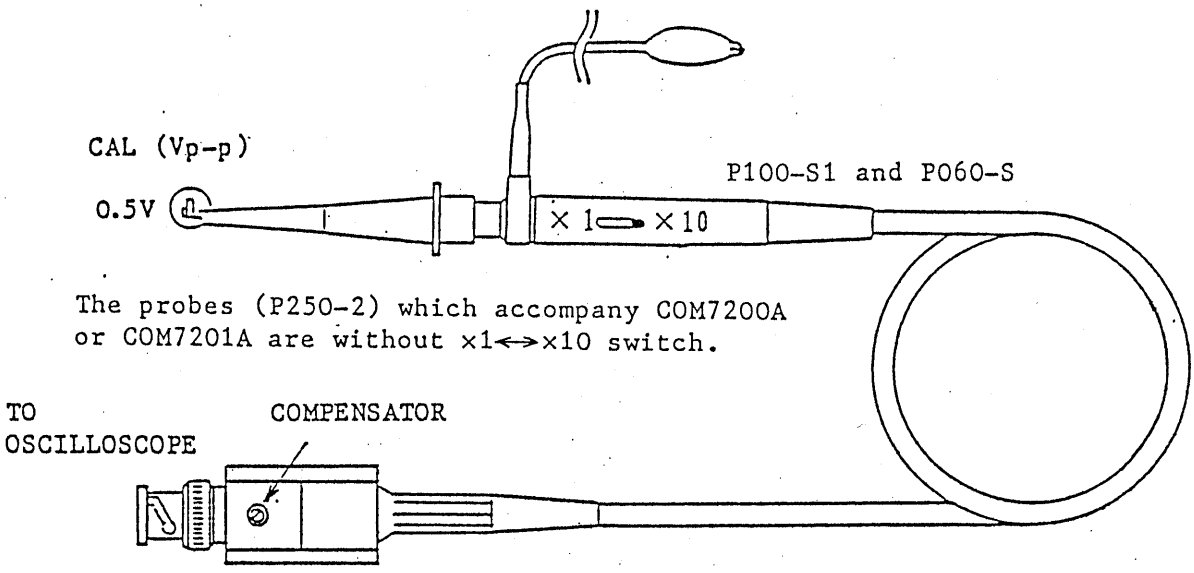

Figure 4.6
Connect one of the probes to the CH1 INPUT ⑧ terminal and set the VOLTS/DIV ⑥ switch at 10 mV. For Type P100-S1 or P060-S Probe, set the switch at ×10. Connect the probe tip to the CAL terminal. Observing the waveform displayed on the CRT, adjust the compensator (see Figure 4-6) with a screwdriver so that an ideal waveform is obtained.